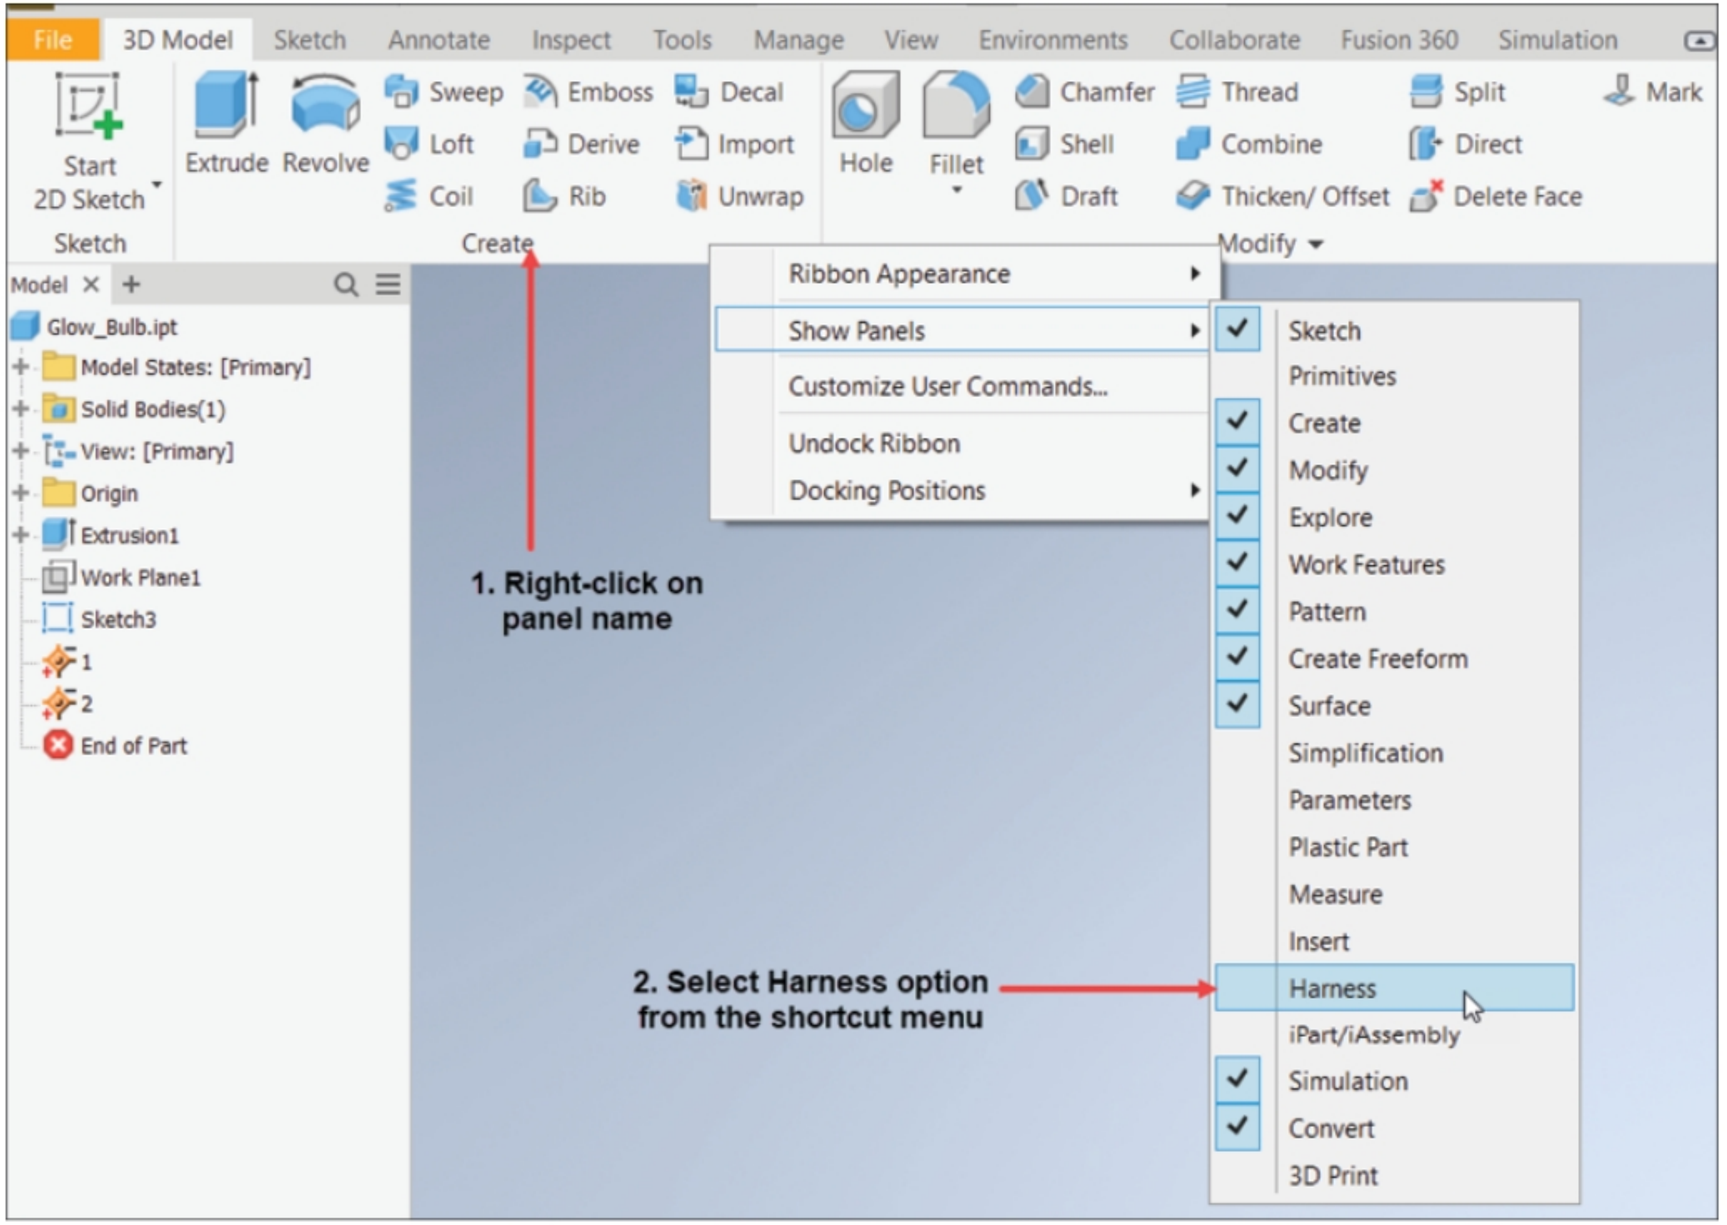
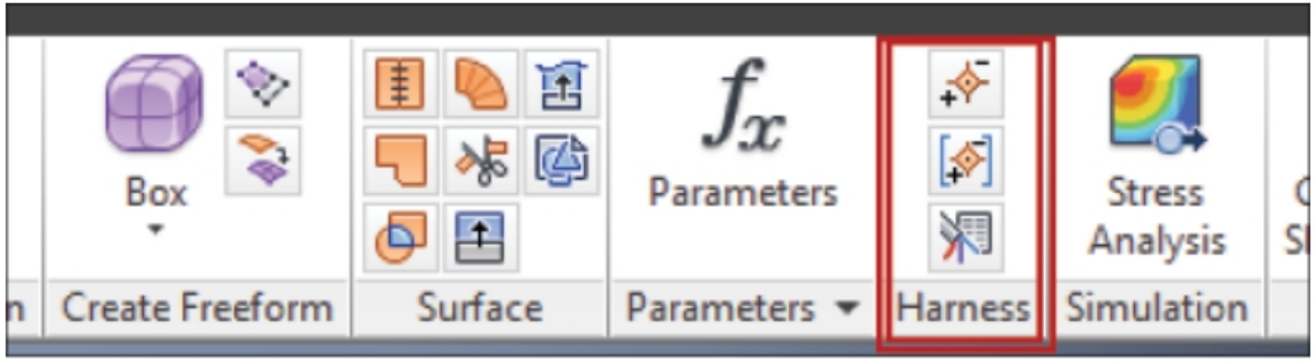

Figure-22. Harness option
Figure-23. Harness panel
- Right-click on any panel name in the **Ribbon** and select the **Harness** option from the shortcut menu displayed; refer to Figure-22. The **Harness** panel will be displayed, see Figure-23.